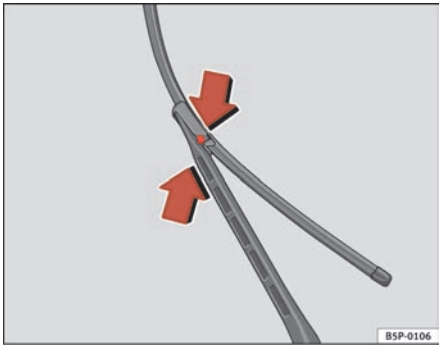

Fig. 164 Changing the front wiper blades
– Push the side buttons, free the blade and pull in the direction of the arrow ⇒ fig. 164.